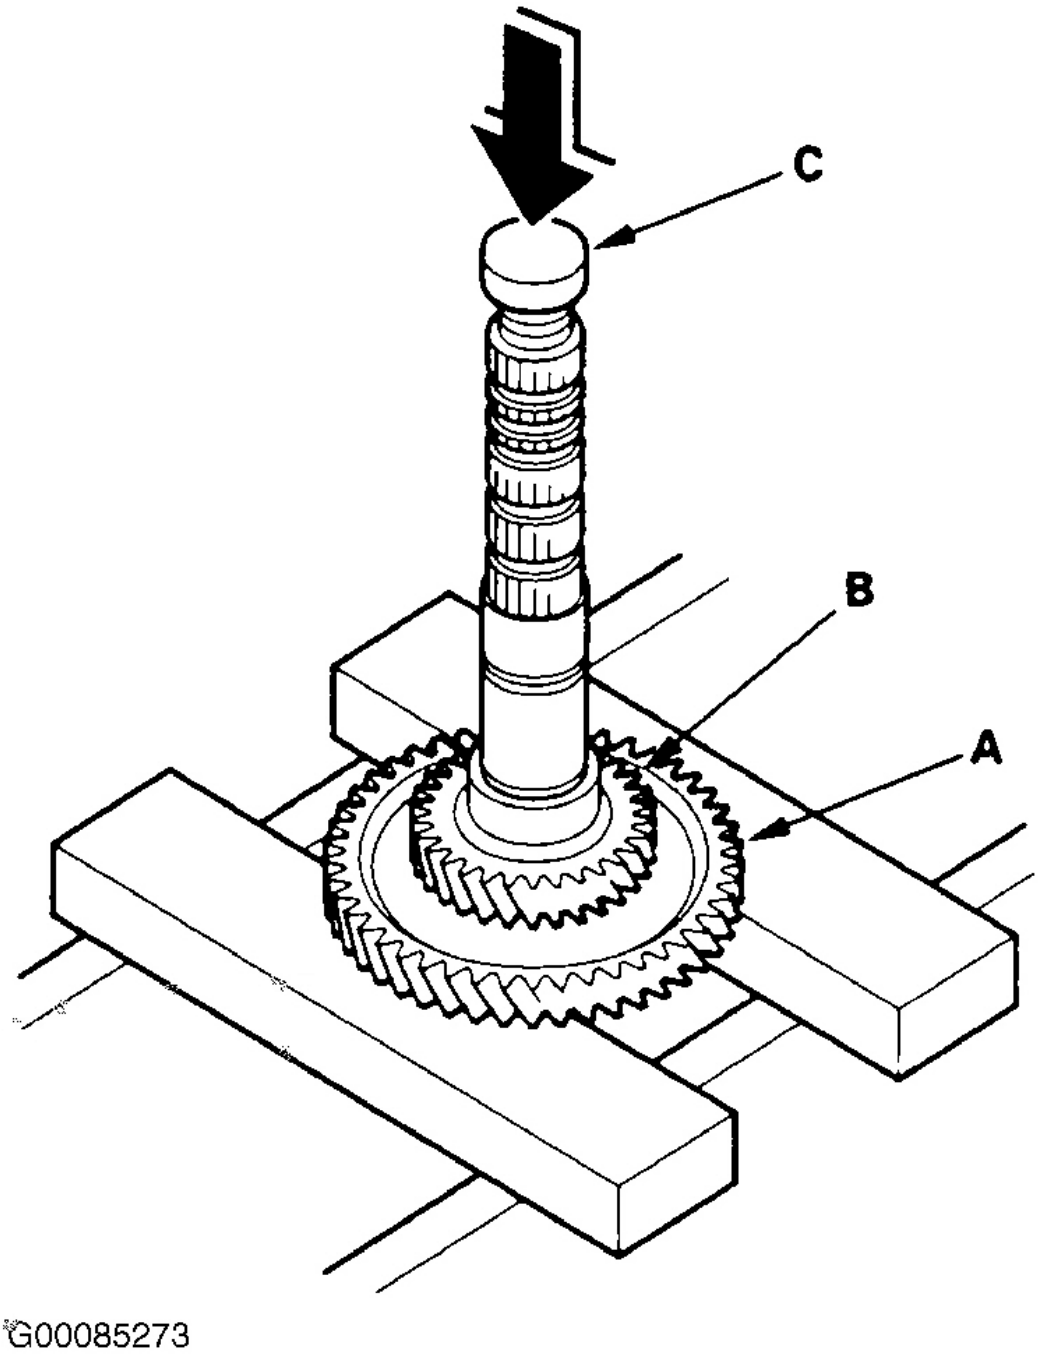

Fig. 38: Removing 4th Gear
5. Remove the 1st gear (A) and 4th gear (B) from the countershaft with a press. See **Fig. 38** . Place a shaft protector (C) between the countershaft and press to prevent damaging the countershaft.